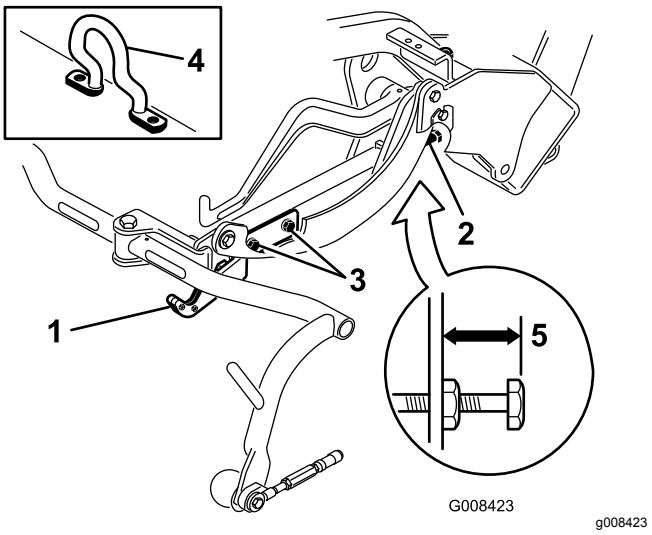
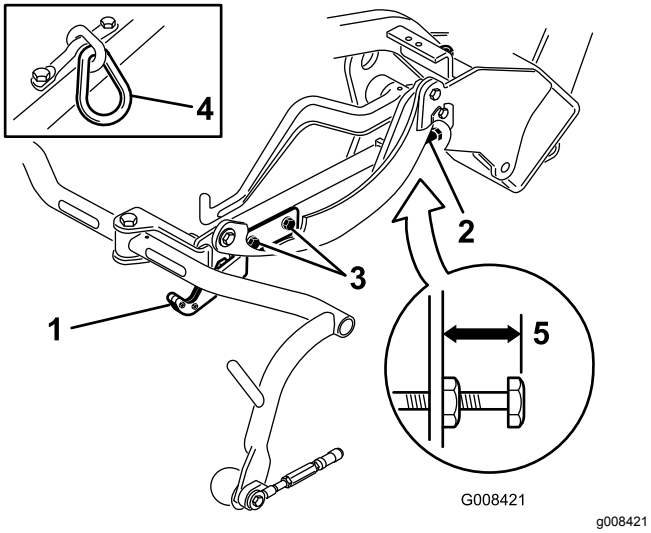
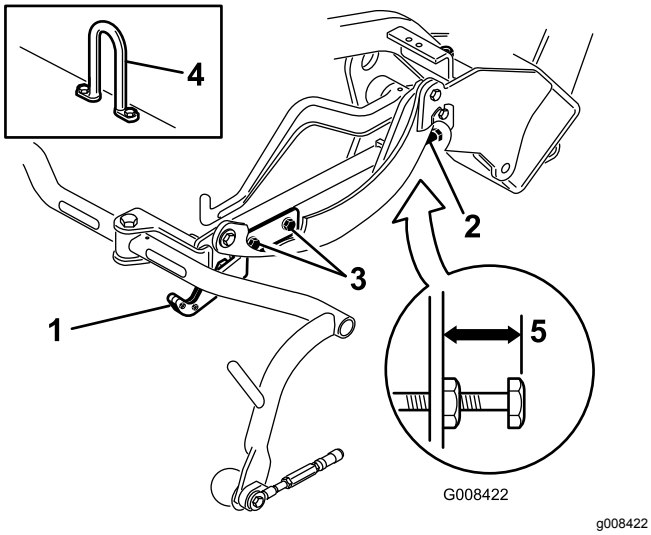

Figur 13
Figur 14
Figur 15
Sjekk transporthøyden (Figur 14 og Figur 15), og juster den om nødvendig.
2. På klippeenheter utstyrt med en forskjøvet løftekobling (Figur 13, innfelt), kontroller at avstanden fra toppen av justeringsskruen på bærerammen til baksiden av bærerammen er 25 mm. Hvis avstanden ikke er 25 mm, fortsett til trinn 4.
3. På klippeenheter utstyrt med en kjedekobling eller en rett løftekrok (Figur 14 og Figur 15, innfelt), kontroller at avstanden fra toppen av justeringsskruen på bærerammen til baksiden av bærerammen er 22 mm. Hvis avstanden ikke er 22 mm, fortsett til trinn 4. Hvis klippeenheten er utstyrt med en forskjøvet løftekobling (Figur 13), fortsett til neste trinn.
4. Løsne festeskruene for transportplaten (Figur 14, Figur 15 og Figur 13).
7. Hvis bærerammene ikke har samme avstand til bakken, løsne låsemutteren på bærerammens justeringsskrue (Figur 13, Figur 14 og Figur 15). Drei skruen utover for å heve, og innover for å senke. Trekk til låsemutteren når du har oppnådd korrekt høyde.